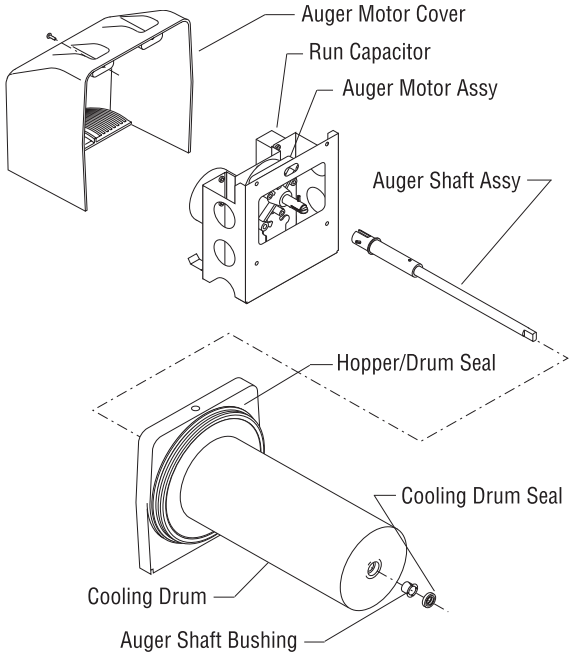

Figure 1
- □ Refer to Figure 1, and slip new blue bushing into cooling drum.
- □ Refer to the Installation and Operating Manual for hopper assembly and installation procedures. Install new hopper/drum seals and faucet seals included in the kit. See Figure 1 and 4.